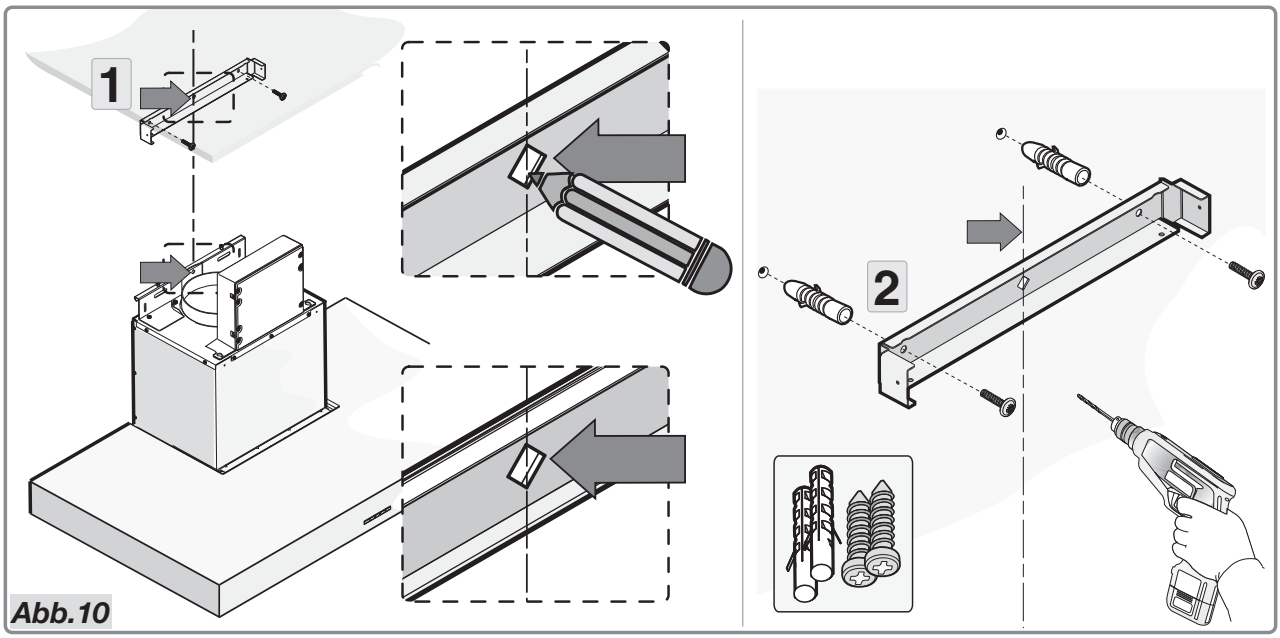

Abb.10
- Bringen Sie den Bügel unter Berücksichtigung der Messungen aus Abb.1 an und befestigen Sie ihn mit den mitgelieferten Schrauben und Dübeln (Abb.10).